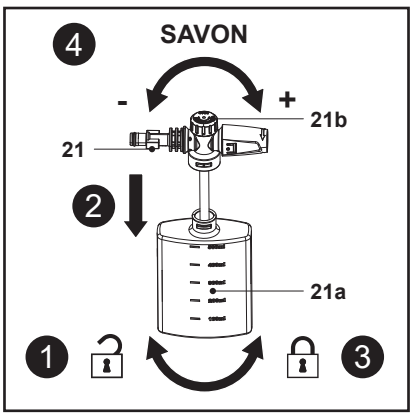

Fig. 13
Remplir et utiliser le détergent comme indiqué sur la Fig. 13.
1. Tenir la buse pour flacon de détergent (21), puis déverrouiller et retirer le flacon (21a) (Fig. 13, étape 1).
2. S'assurer que le tuyau d'alimentation en eau est bien fixé à la buse de détergent (21).
4. Placer la buse pour flacon de détergent (21) sur le flacon (21a) (Fig. 13, étape 2).
5. Tenir la buse pour flacon de détergent (21), puis y fixer fermement le flacon (21a) (Fig. 13, étape 3).
6. Tourner le bouton de réglage (21b) dans le sens horaire pour augmenter la dose de savon utilisée pendant le lavage et dans le sens antihoraire pour la diminuer (Fig. 13, étape 4).
7. Monter la buse pour flacon de détergent (21) directement sur le pistolet de pulvérisation (16) ou via la perche télescopique (18).
8. La buse pour flacon de détergent (21) est prête à l'emploi.